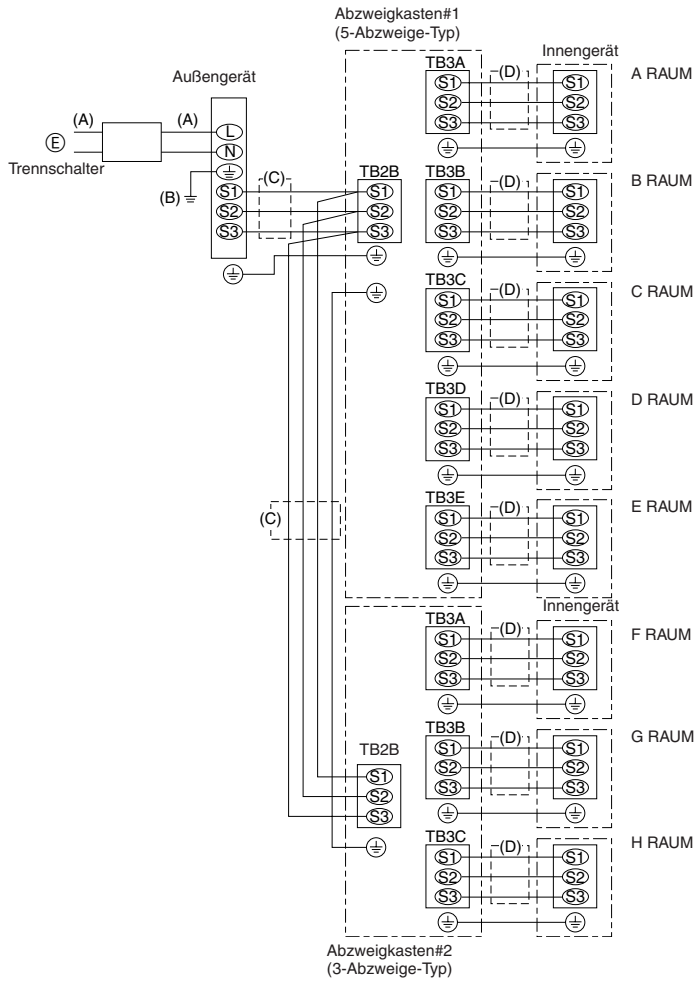

Fig. 7-2
7.3. Verfahren bei der Außenverdrahtung (Fig. 7-2)